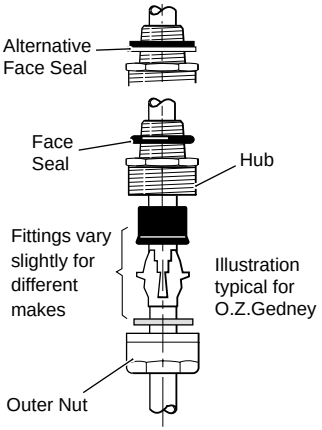

Fig. 5.7 Cable Glands
5.3.3 Cable Glands (N. American – 0.5 in.) – Fig. 5.7